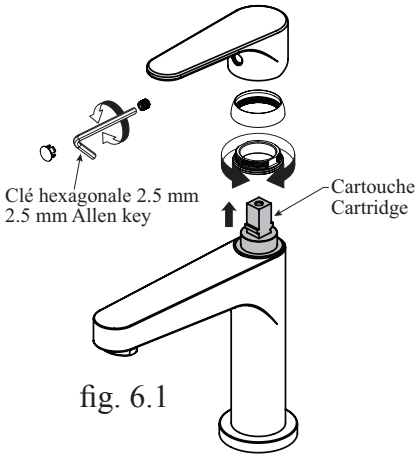
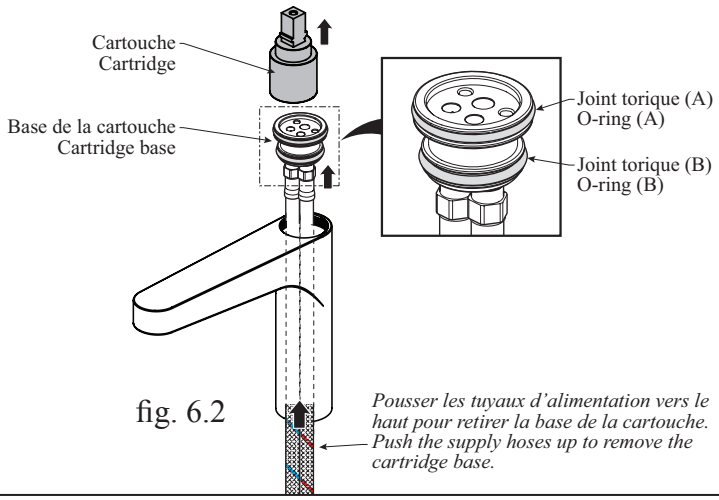

fig. 6.1
fig. 6.2
- Nettoyer les **joints toriques A** (fuites sous la manette) ou **B** (fuites sur le comptoir) (fig. 6.1 et fig. 6.2).
- Changer la **cartouche** si elle est endommagée (fig. 6.1).
- Clean the **cartridge o-rings A** (leaks under the handle) **ou B** (leaks on counter) (fig. 6.1 and fig. 6.2).
- Replace the **cartridge** if damaged (fig. 6.1).